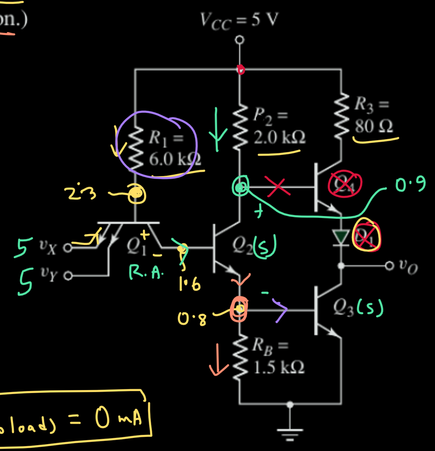

Figure P17.30
17.30 In the TTL circuit in Figure P17.30, the transistor parameters are $\beta_F = 20$ and $\beta_R = 0.10$ (for each input emitter). (a) Calculate the maximum fanout for $v_X = v_Y = 5$ V. (b) Calculate the maximum fanout for $v_X = v_Y = 0.1$ V. (Assume $v_O$ is allowed to decrease by 0.10 V from the no-load condition.)